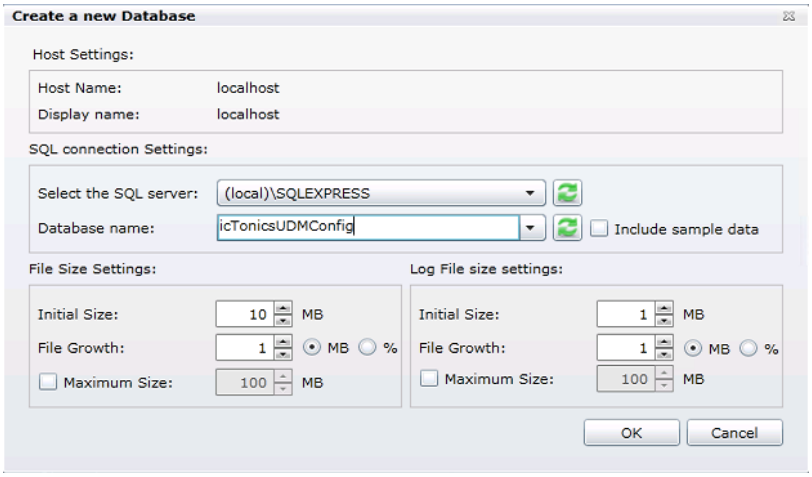

Figure L1.41 - Create Database Wizard: Common Database Options
6. Uncheck the "Include Sample Data" checkbox. Your **Create Database Wizard** should look similar to Figure L1.41.